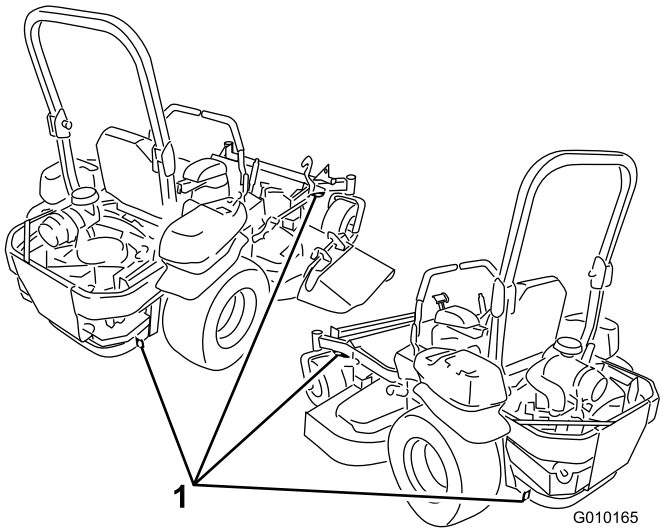

Figur 36
5. Brug metalstropperne på maskinen til at fastgøre maskinen til anhængeren eller lastbilen med stropper, kæder, kabler eller reb (Figur 36).